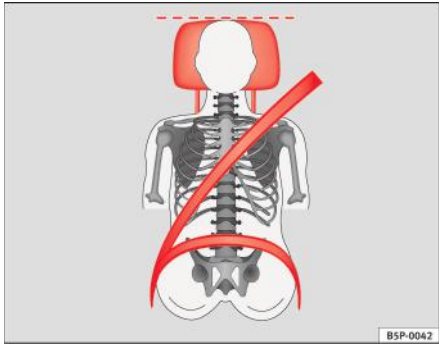

Fig. 13 Pozițiile corecte ale centurii de siguranță și ale tetierei, văzute din față
- **Porțiunea pentru umăr a centurii de siguranță trebuie să treacă peste centrul umărului, niciodată peste gât. Centura de siguranță trebuie să stea întinsă și lipită de tors ⇒ fig. 13.**